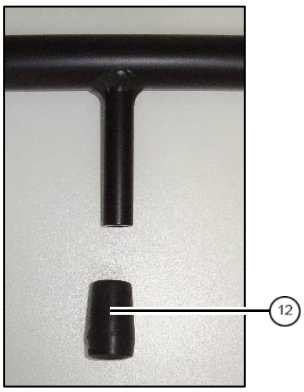

fig. 3: kickstand limiter
Assemble silent blocks d=20mm ⑪. Apply kickstand limiter ⑫ (fig. 3).